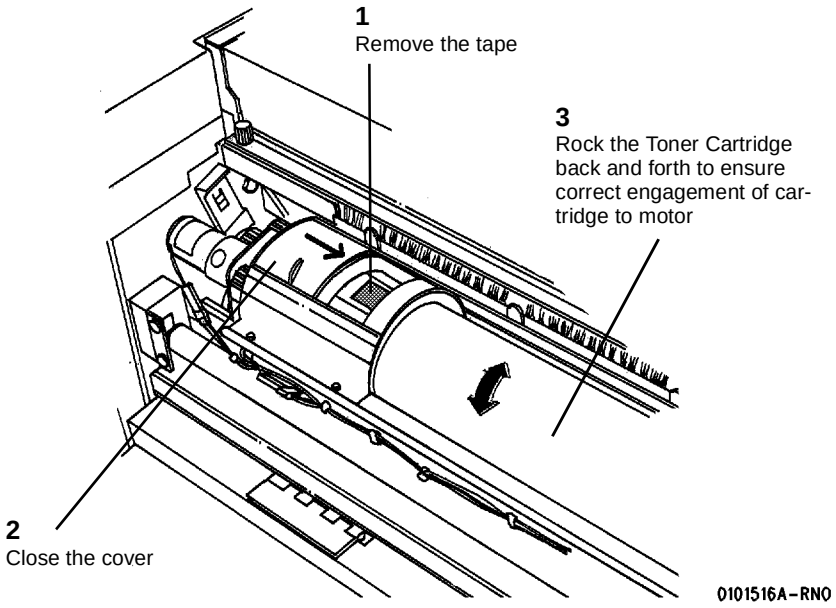

**Figure 16 Completing the Toner Cartridge installation**
23. Figure 16 : Complete the Toner Cartridge installation.